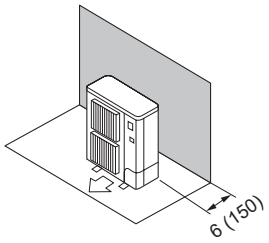

Fig. 2-5
① Obstacles à l'arrière (Fig. 2-5)